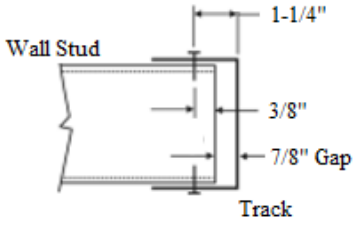

FIGURE 3 – STUD TO TRACK CONNECTION DETAIL
5.2 Cold-formed steel studs are attached to the deflection tracks with fasteners as described in Table 2 and Table 3. The installation of the screws shall be in compliance with ASTM C1007 with a minimum of three threads past the connection. Installation shall be as depicted in Figure 3, or as determined by the licensed design engineer of record.
3. Stud to track connection must be installed as depicted in Figure 3 with a maximum gap of 7/8" between the web of the deflection track and the end of the stud.